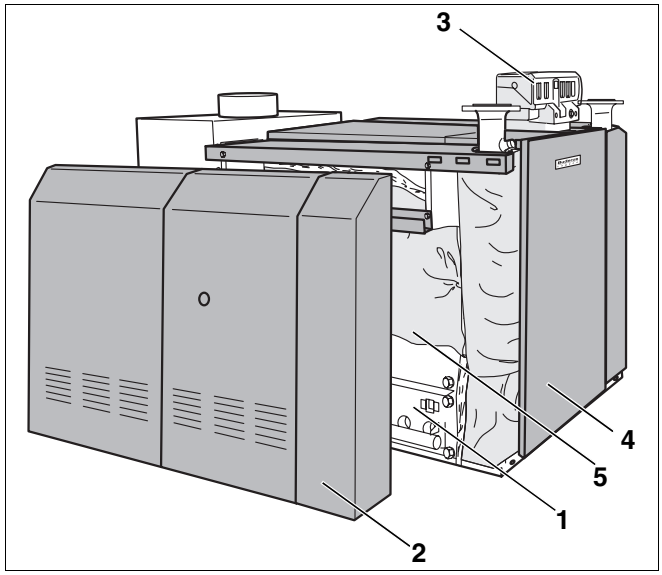

Afb. 1 Logano GE434
De Logano GE434 (afb. 1) bestaat uit een rechter en een linker ketelblok, die beide voorzien zijn van een gasbrander.
– ketelblokken (afb. 1, **pos. 5**) en gasbranders (afb. 1, **pos. 1**).
– ketelmantel (afb. 1, **pos. 2**) en isolatie (afb. 1, **pos. 5**).
– regeltoestel (afb. 1, **pos. 3**), bijkomend regeltoestel en twee gasbranderautomaten (één gasbranderautomaat per gasbrander).